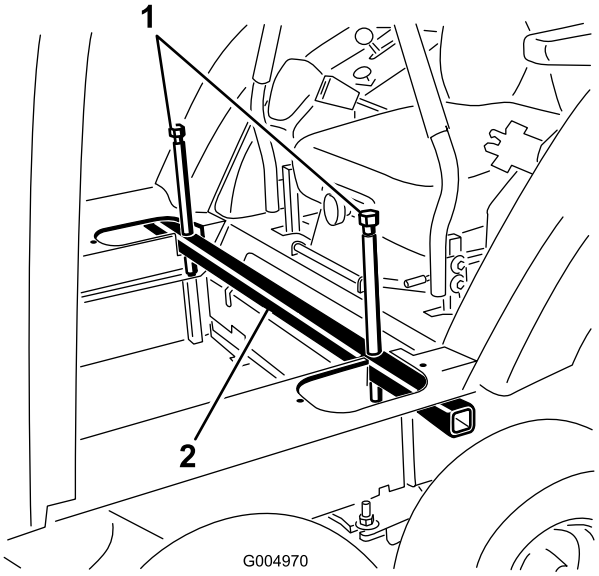

Figur 80
29. Monter førerhusets donkraftrør i udskæringerne i førerhusets gulv (Figur 80).